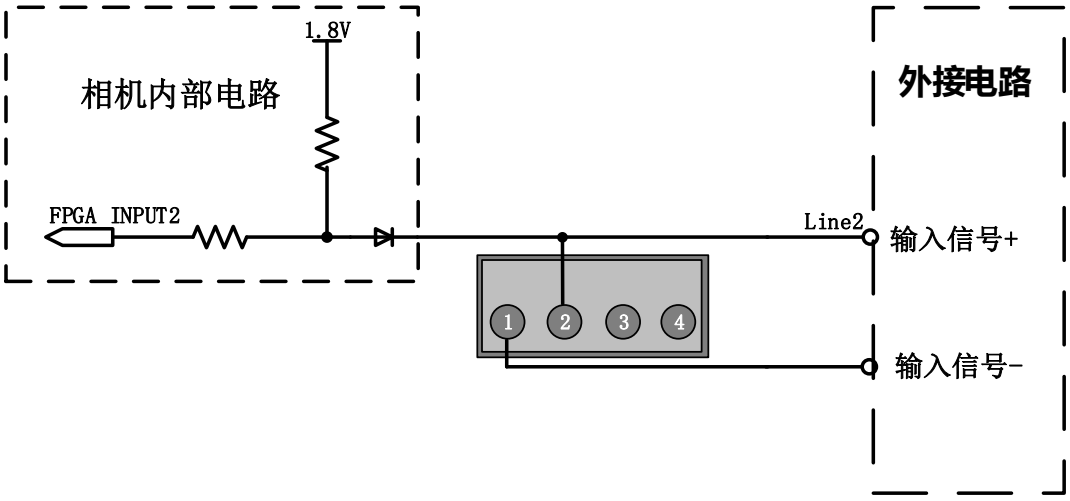

图 7-6 Line2 配置为输入引脚时相机内部等效电路
- Line2 配置为输入引脚时，相机内部等效电路如图 7-6 所示